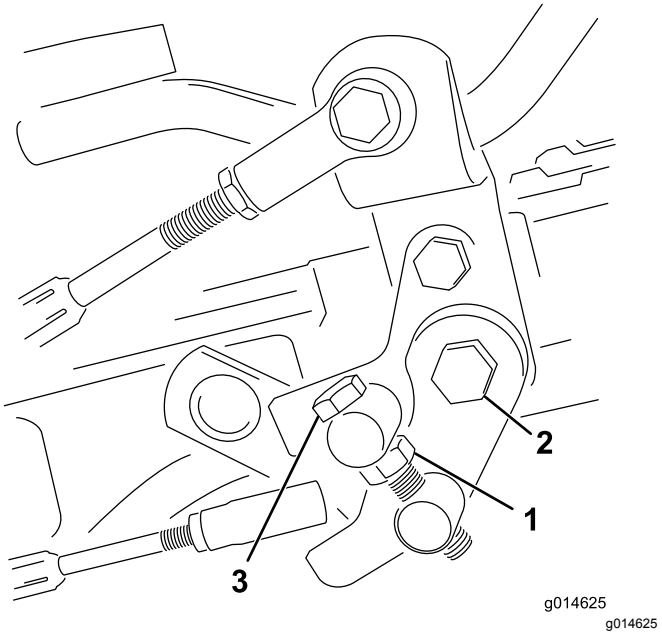

Figur 40
1. Løsn kontramøtrikken på trækbøjlen (Figur 40).
4. Tilspænd kontramøtrikken på tappens maskinskrue og møtrikken på pedalens drejetap for at låse justeringen (Figur 40). Kontroller justeringen, og juster som påkrævet.